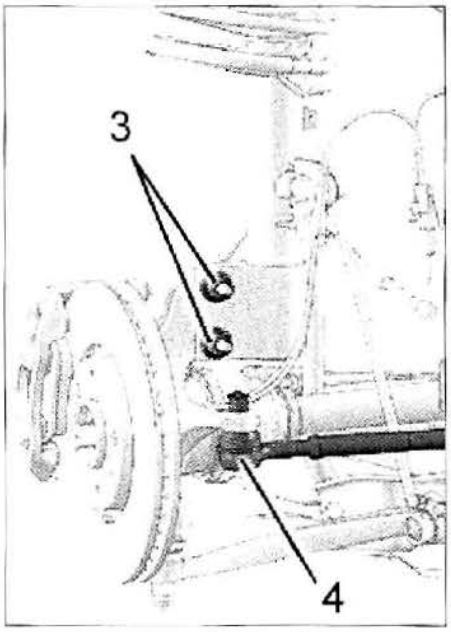

FIG. 2
- el pasador (1)
- la oista de chapa (2)
- Separar la rótula de dirección (4) **(fig. 2)**.
- Desmontar las 2 tuercas (3).